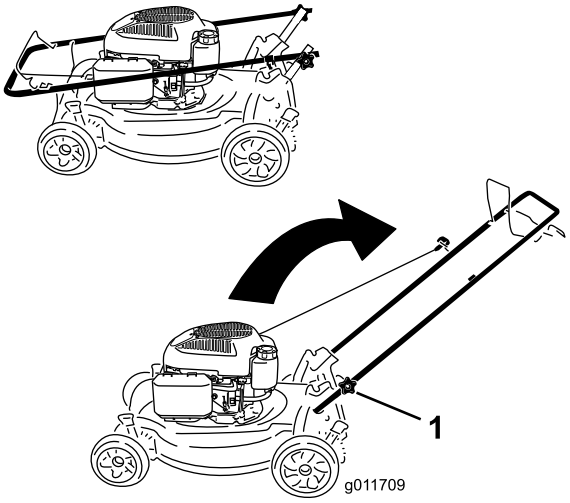

Figur 3
1. Lossa handtagsreglagen (Figur 3).
1. Handtagsreglage (2)
3. Dra åt reglagen ordentligt för hand (Figur 3).